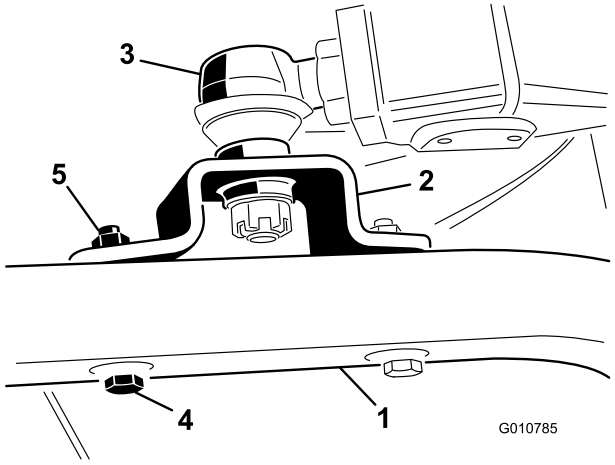

Figur 6
4. Fest kuleleddsbeslagene til hver styrearm med to hodeskruer (7/16 x 3 tommer) og flensmuttere (7/16 tommer) (Figur 6).
5. Stram den store låsemutteren som fester kuleleddet til løftearmen (Figur 6).